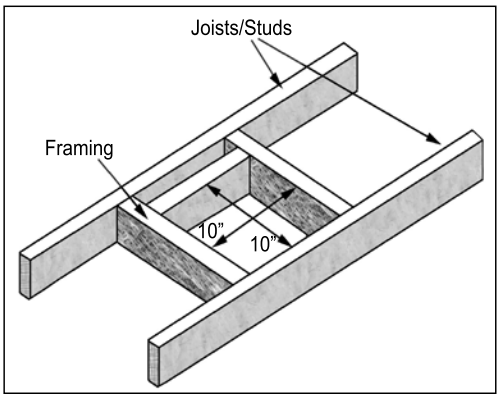

Figure 23. Vent Framing For Wall or Ceiling.
A 10" (254 mm) x 10" (254 mm) frame (see Figure 23) will assure the proper support and spacing for the vent pipe as it passes through the wall. Installations in Canada require that a wall thimble be used for passing through walls and ceilings. All sealing and vapour barriers must comply with local building codes.
Step 3. With the pipe in the correct position and attached to the fireplace, mark the wall for a 10 inches (25.4 cm) x 10 inches (25.4 cm) square hole (see Figure 23). The center of the hole should match the center line of the horizontal pipe. Cut and frame the hole in the exterior wall where the vent will be terminated. If the wall being penetrated is made of a non-combustible material (i.e. masonry or concrete) a 7 inches (17.8 cm) hole is acceptable.
Step 3. To install the Round Support Box/Wall Thimble in a flat ceiling, cut a 10 inch (25.4 cm) square hole in the ceiling, centered in the hole drilled in Step 2. Frame the hole as shown in Figure 23.